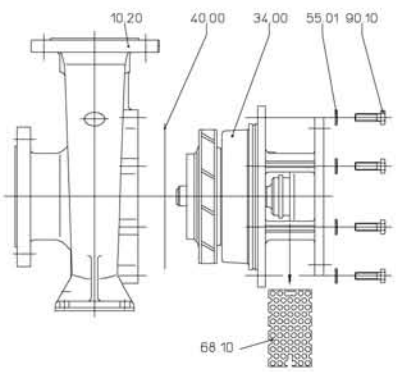

fig. 2
- Hay que montar una junta antes de montar el conjunto rotórico de la bomba en la carcasa 10.10 según fig. 2. Para alguna ejecución de material de las bombas **MDS(L)** monte en la ranura de la carcasa una junta de cordón de PTFE. Si fuera necesario utilice grasa para fijarla en su posición. Los extremos del cordón deben solaparse aprox. 1cm (vea fig.)
3. Monte el conjunto rotórico en la carcasa según fig. 2 y fíjelo.